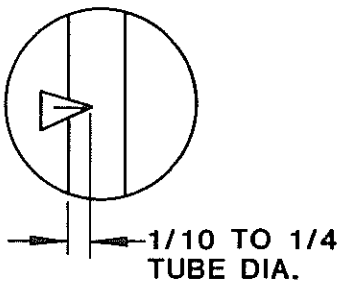

Figure 5.15. Overlap Tolerance of Reticle Arrow.
2) Observe the position of the tip of the arrow in relation to the tube. The tip should overlap the tube within the limits shown in Figure 5.15; however the overlap should not exceed 1/4 the diameter of the tube.
3) While moving the tube to the other end, observe the overlap of the arrow tip. The overlap should be within the limits shown in Figure 5.15.
4) If overlap is not within the limits shown in Figure 5.15, Request Service for alignment of the reticle arrow and optics.